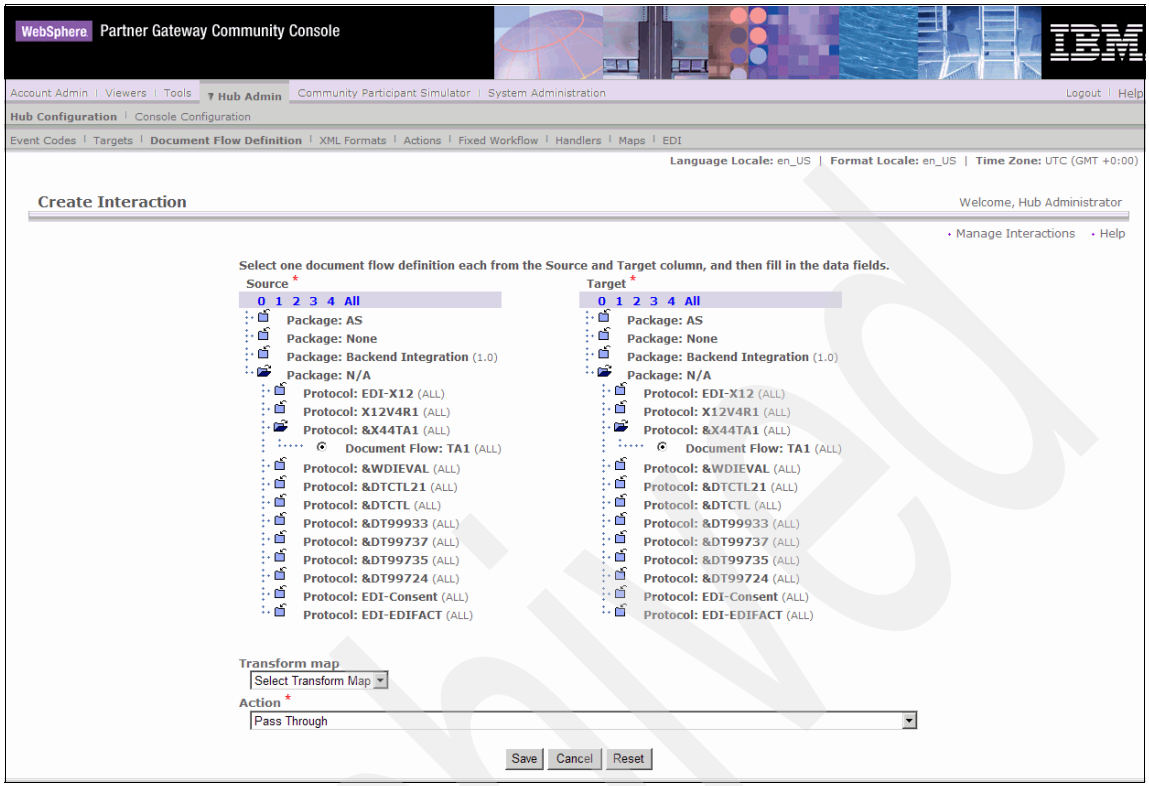

Figure 20-10 Creating the interaction from N/A/&X44TA1/TA1 to N/A/&X44TA1/TA1
6. To create the second interaction, repeat the previous steps. The interaction that is going to be created is from N/A/&X44TA1/TA1 to N/A/&X44TA1/TA1. See Figure 20-10 on page 709.